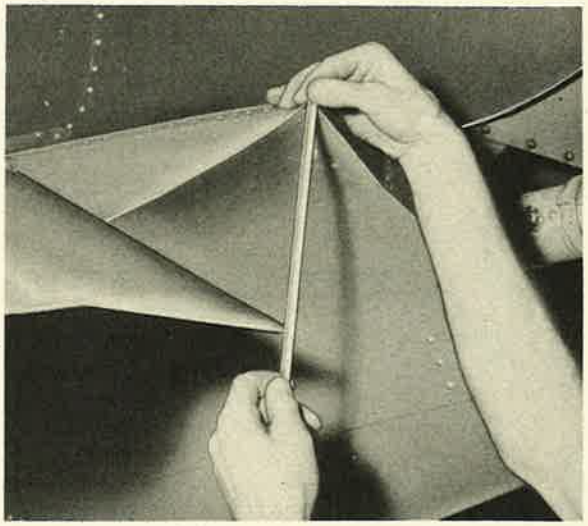

Figure 346—Elevator Throw Measurement
4. Adjust the "DOWN" throw of the elevators (figure 346) to 8 inches ± ⅛ inch, or 20 degrees ± ½ degree, by loosening the lower pair of turnbuckles (figure 326) in the aft section, and tightening the upper pair. Set the rubber cushion stop (figure 328) so that the elevator horn compresses it about ¼ inch.